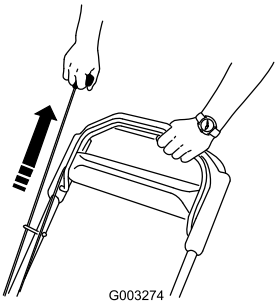

Bild 14
4. Ziehen Sie den Rücklaufstarter (Bild 14).